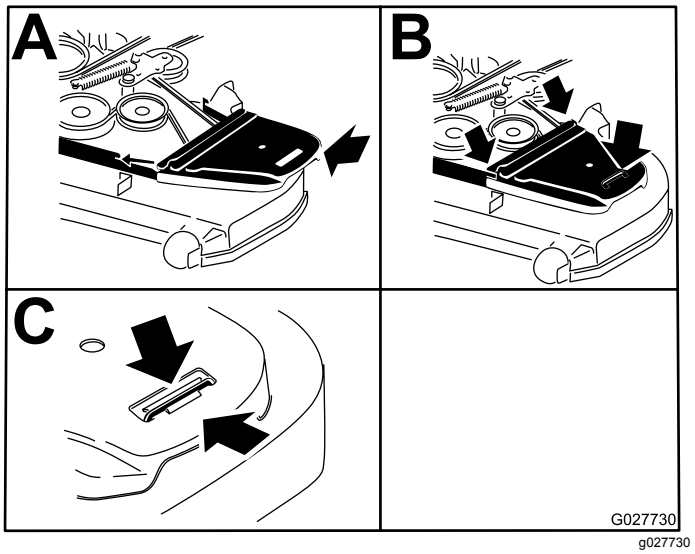

Figuur 74
14. Plaats de aandrijfriemkappen terug (Figuur 74).